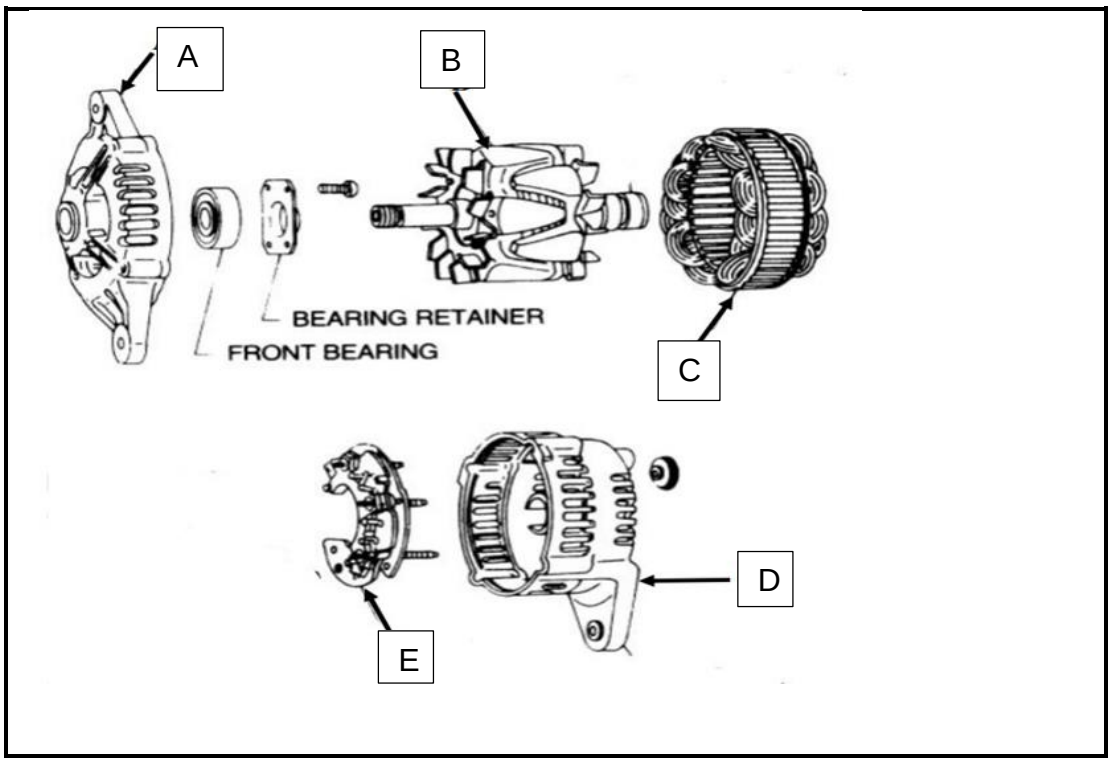

**FIGURE 1**
2.4 FIGURE1 below shows some parts of an alternator.